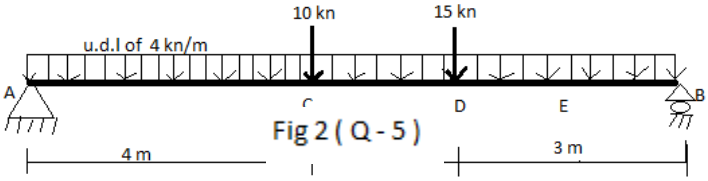

Fig 2 (Q - 5)
Q.5 Find out reaction and the force in memberAE, BE,BC and BG of the plane truss, the truss as shown in fig 2. (10)